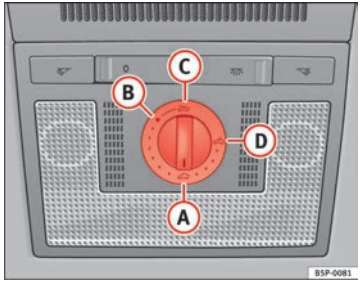

Fig. 68 Roof lining description: sliding/tilting sunroof rotary knob ▶
– Turn the rotary button to position (A) ⇒ Fig. 68 ⇒ ⚠.